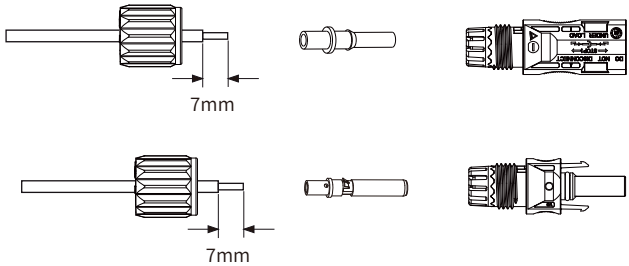

Figura 5.3 Smontaggio del dado del connettore
a) Spellare il filo CC di circa 7 mm, smontare il dado del connettore (Vedere la Figura 5.3).